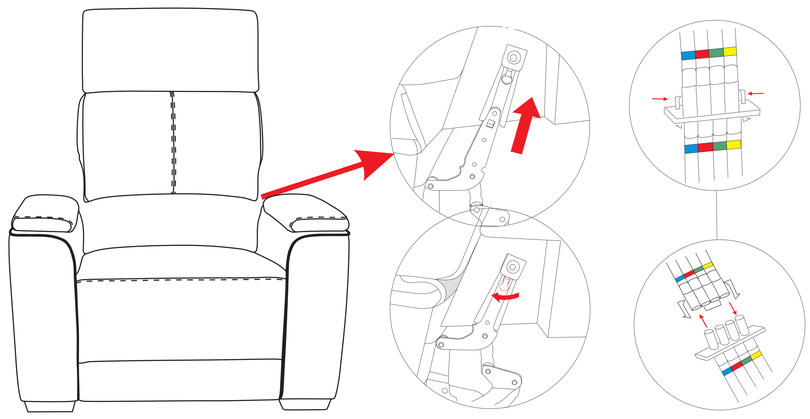

Figure 7
then lift Back (A) up and lay it face down on the Seat (B). Then disconnect all the cables and tubes. (See Figure 7.)